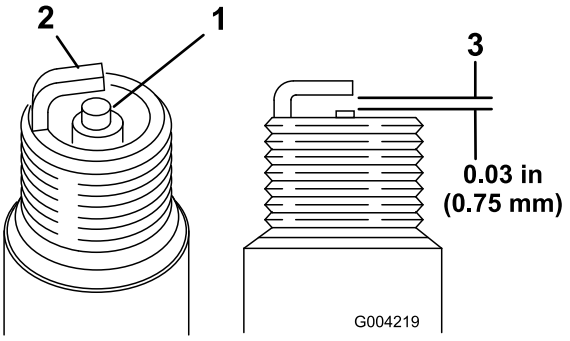

**Figuur 35**
1. Bekijk de binnenkant van de bougies (Figuur 35). Als de isolator lichtbruin of grijs is, werkt de motor naar behoren. Een zwarte laag op de isolator duidt meestal op een vuil luchtfilter.
2. Controleer de afstand tussen de centrale elektrode en de massa-elektrode (Figuur 35).
3. Verbuig de massa-elektrode (Figuur 35) om de juiste afstand in te stellen indien dit nodig is.